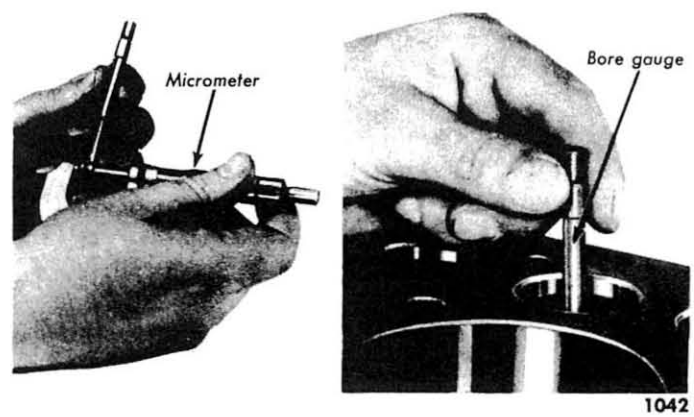

Fig. 7—Checking Valve Guide Wear
(2) *INSPECTION.* Check the valves for burned or warped heads. Measure the stem diameter and replace the valve if the diameter is less than 0.341 inch. Measure the valve guide inside diameter to determine valve to guide clearance. Figure 7 illustrates the method of measuring the valve guide with the telescope gauge and micrometer. Replace the guide if the clearance is greater than the tolerance shown in Table 2 for each engine. Tight guides can be relieved by burnishing (fig. 8). Replace the guide if either end is bellmouthed. Replace warped, burned, pitted, or worn valves.